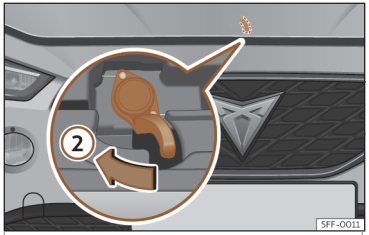

Fig. 206 Palanca bajo el capó.
- Para levantar el capó haga presión hacia la izquierda con la palma de la mano hacia abajo en la palanca situada debajo del capó, en el centro››› **fig. 206** ②. Los ganchos de sujección quedan desbloqueados.